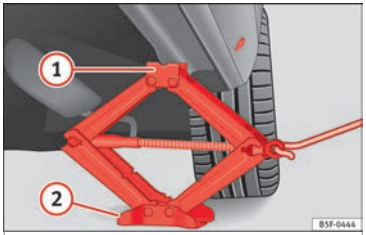

Fig. 76 Strut: mounting the jack on the vehicle.
- Turn the jack* crank handle, located below the strut support point, to raise it until the tab (1) ››› **Fig. 76** is below the housing provided.
- Align the jack* so that tab (1) "grips" onto the housing provided on the strut and the mobile base (2) is resting on the ground. The base plate (2) should fall vertically with respect to the support point (1).